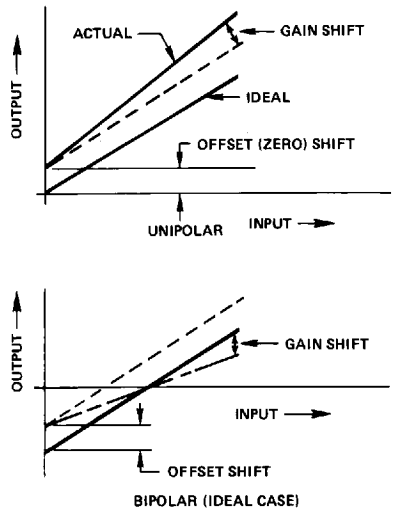

Figure 3. Unipolar and Bipolar Drifts
Temperature error analysis in the unipolar mode is straightforward: there is an offset drift and a gain drift. The offset drift (which comes from leakage currents and drift in the output amplifier (OA)) causes a linear shift in the transfer curve as shown in Figure 3. The gain drift causes a change in the slope of the curve and results from reference drift, DAC drift, and drift in R_{GAIN} relative to the DAC resistors.
Note that if the DAC and application resistors track perfectly, the bipolar offset drift will be zero even if the reference drifts. A change in the reference voltage, which causes a shift in the bipolar offset, will also cause an equivalent change in I_{REF} and thus I_{DAC}, so that I_{DAC} will always be exactly balanced by I_{BP} with the MSB turned on. This effect is shown in Figure 3. The net effect of the reference drift then is simply to cause a rotation in the transfer around bipolar zero. However, consideration of second order effects (which are often overlooked) reveals the errors in the bipolar mode. The unipolar offset drifts discussed before will have the same effect on the bipolar offset. A mismatch of R_{BP} to the DAC resistors is usually the largest component of bipolar drift, but in the AD DAC80 this error is held to 10ppm/°C max. Gain drift in the DAC also contributes to bipolar offset drift, as well as full scale drift, but again is held to 10ppm/°C max.